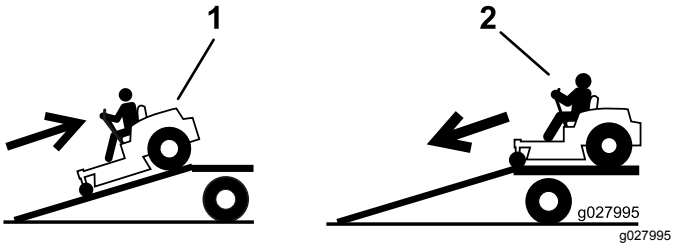

Rysunek 39
4. Wjazd na pochylnię tyłem (Rysunek 39).
2. Zjazd z pochylni przodem (Rysunek 39).